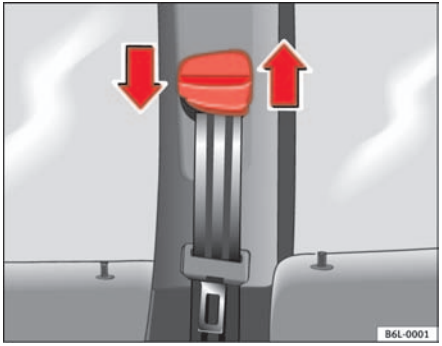

Fig. 16 Location of the belt height adjuster
– Press the upper part of the shoulder belt guide and hold it in this position ⇒ page 25, fig. 16.